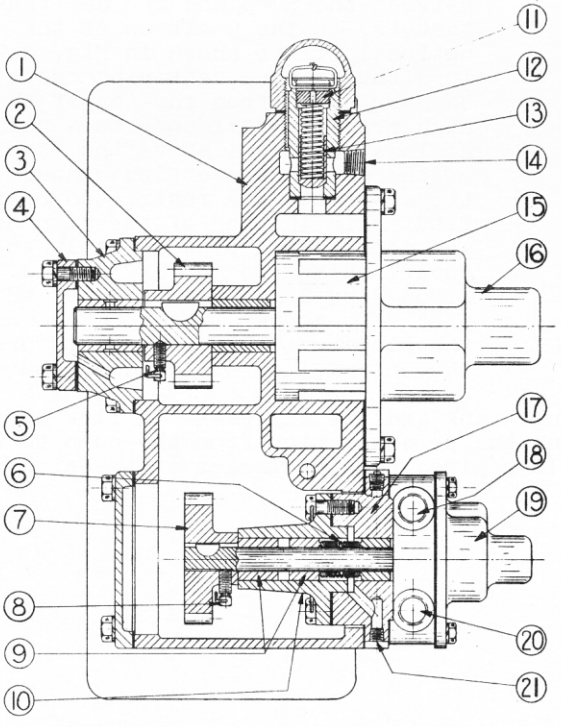

FIG. N-1
The fuel transfer pump, which is located in the pump housing on the forward end of the engine, delivers a continuous supply of fuel to the engine from the main storage tank. It is a rotary type gear pump, similar in construction (but smaller in size) with the lubricating oil pumps described in Section S. The description will not be repeated here, nor the instructions regarding direction of rotation, which apply equally well to the transfer pump. (On direct reversible marine engines the rotary gear type fuel transfer pump is reversible. Consequently fuel is delivered irrespective of direction of rotation.) The fuel transfer pump drive is shown on Fig. N-1. Transfer pump (19) is mounted in adapter (17) which is bolted and doweled to housing (1). If the adapter is replaced it must be positioned for .004" to .005" gear backlash before doweling. A cylindrical fit between pump and adapter permits replacement of the pump without disturbing the drive gear setting. The pump shaft and rotor is carried in three bronze bushings, one in the adapter and two in bearing (10) which is bolted to the adapter. If replaced these bushings must be line reamed to .6250" - .6255" dia. after pressing in and with the bearing bolted to the adapter.